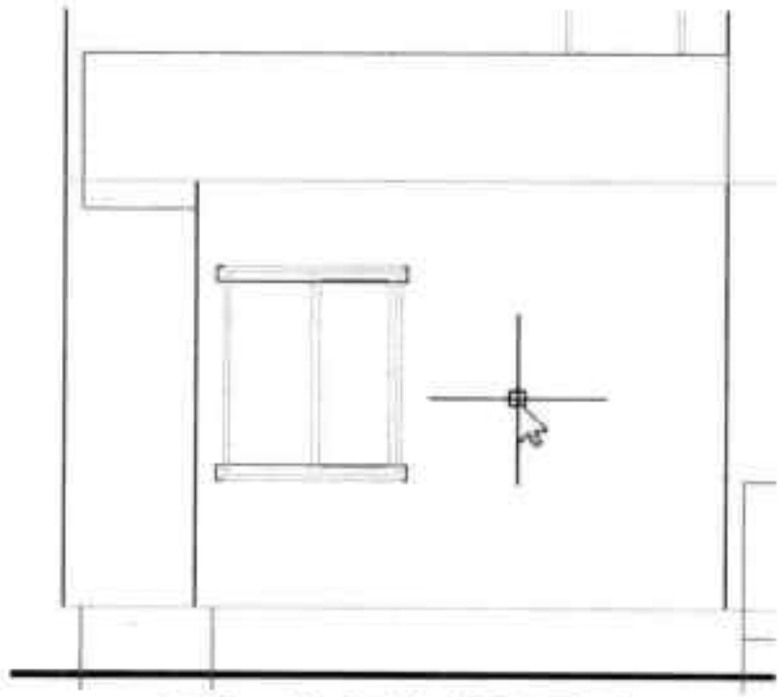

图18-48 更换立面窗图形
Step 06 双击立面窗图块，将其放置在图形合适位置，可更换原来立面窗，如图 18-48 所示。